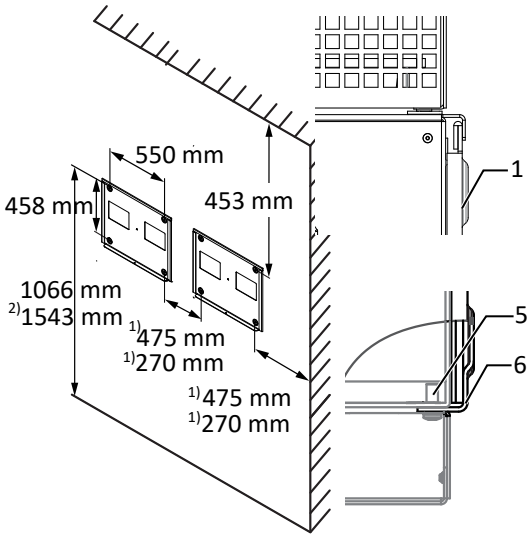

Fig. 17: Wall mounting
- Minimum clearances to be observed during installation: [See figure 17 [▶ Page 20]
2. Fit the device onto the upper mount by means of the mounting bracket. Fit the device onto the lower mounting bracket in full so that the device sits flush with its rear side on the mount ([See figure 17 [▸ Page 20]).